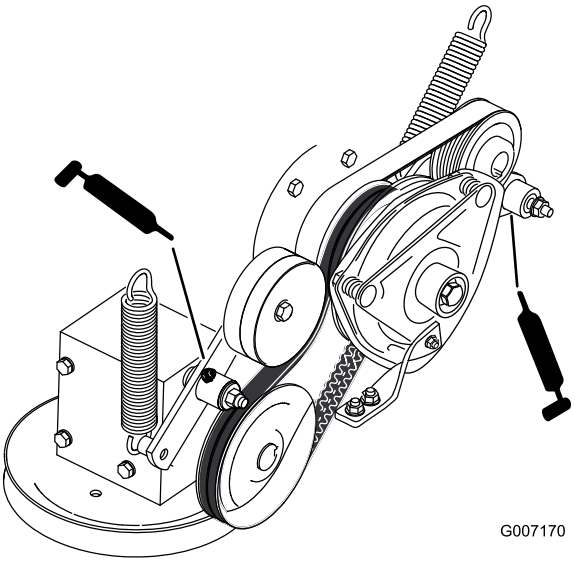

Figur 38
7. Smør drivremmens styrearm på kraftudtaget (Figur 38).
8. Smør pumperemmens styrearm (Figur 38).